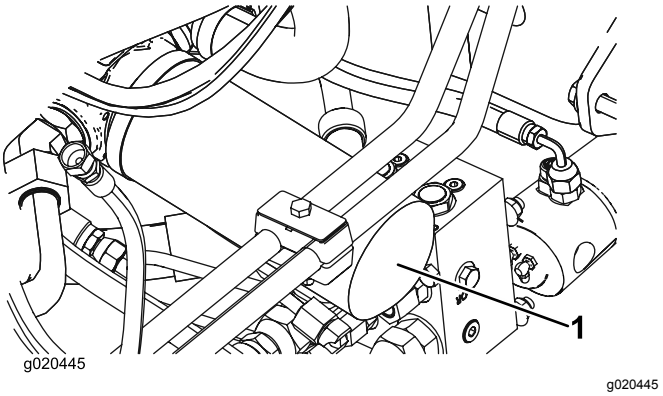

**Figur 99**
2. Rengør det område, hvor filteret monteres. Anbring en drænbakke under filteret, og afmonter filteret (Figur 99).